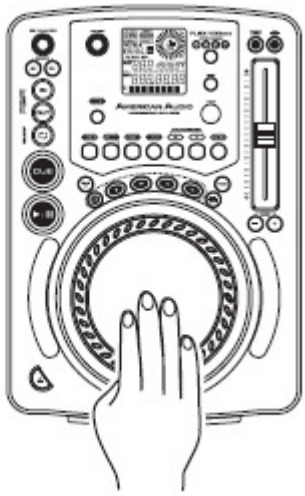

Rysunek12
Funkcja ta pozwala na przewijanie ścieżki ramka za ramką umożliwiając znalezienie i ustawienie początkowego punktu cue, sampla, lub punktu pętli. Aby używać funkcji przewijania musimy być w Trybie Pauzy (patrz rozdział 6) lub Trybie Cue (patrz rozdział 9), przekręcamy *JOG WHEEL (14)* by przewijać ścieżkę (Rysunek 12). Obrócenie koła zgodnie z ruchem wskazówek zegara uruchamia przeszukiwanie do przodu a obrót przeciwny do ruchu wskazówek zegara powoduje przewinięcie w tył. Gdy używamy *JOG WHEEL (14)* funkcja monitorowania (słuchawki) pozwala usłyszeć to co jest przewijane. Gdy odnajdziemy żądany punkt początkowy możemy ustawić punkt (początkowy) cue poprzez wciśnięcie przycisku *IN (24)* jak pokazano na Rysunku 19. Wciśnięcie przycisku CUE (20) lub CUE PLAY (19) tak jak na Rysunku 11 spowoduje powrót do właśnie ustawionego punktu.